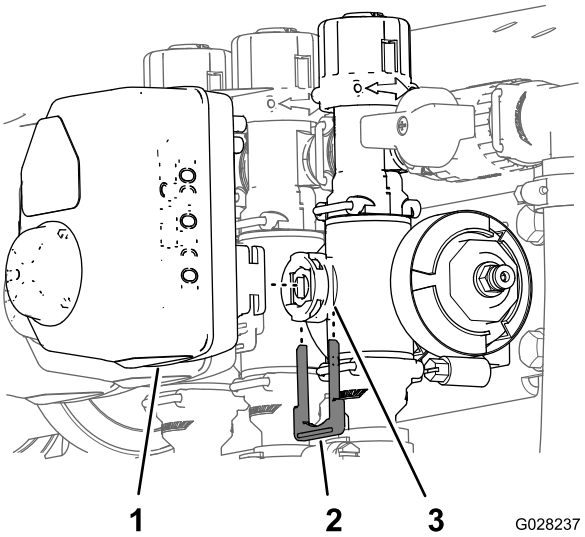

Figur 3
1. Fjern den holder, der fastgør aktuatoren til manifoldventilen for sektionsventilen eller omrøringsventilen (Figur 3).